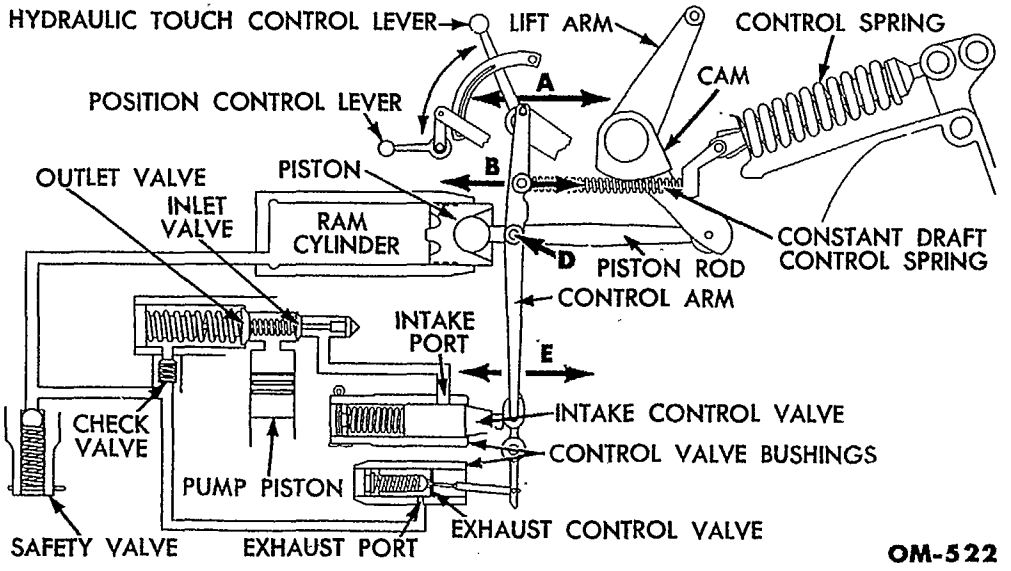

Fig. 63—Constant Draft Control
b. Oil Flow to Raise the Links. The intake control valve is positioned in the bushing to open the intake ports. When the pump piston is on the suction stroke, oil flows through the intake ports and through the inlet valve into the pump cylinder (fig. 63). The inlet valve closes and the outlet valve opens when the pump is on the discharge stroke. During the discharge stroke, oil flows through the outlet valve, check valve, and into the ram cylinder. The pump continues to pump oil to the ram cylinder as long as the intake ports are open. When the intake ports are open, the exhaust ports are closed.
c. Oil Flow to Lower the Links. For oil to be discharged from the ram cylinder, the exhaust control valve must be positioned to open the exhaust ports (fig. 63). Oil flows from the ram cylinder out the exhaust ports. When the exhaust ports are opened, the intake ports are closed.
d. Constant Draft Control. The constant draft control is illustrated in fig. 63. For constant draft control, the position control lever is placed in the forward position. The control arm functions on points A, B, D, and E (fig. 63) when using constant draft control. Pivot point A is manually positioned by the hydraulic touch control lever. Pivot point B is positioned by the implement draft. An increase in draft will compress the control spring and move point B to the left.